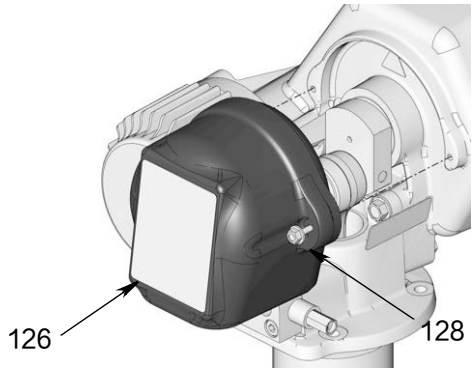

图 52
27. 使用螺栓 (128) 重新装上盖子 (126)。用扳手拧紧螺栓 （ 图 52 ）。